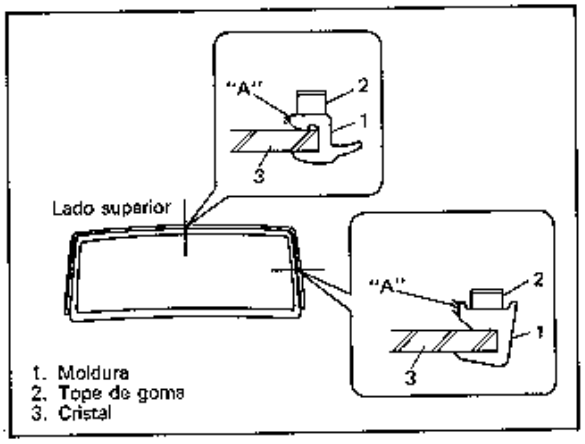

Fig. 9-48
9) Usando un pincel nuevo, aplique una cantidad suficiente de imprimador para moldura (Uretano) a la superficie "A" mostrada en la Fig. 9-48.